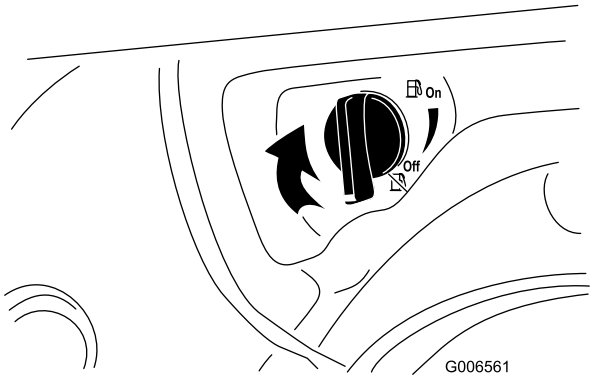

Figuur 32
4. Sluit de brandstofklep door deze rechtsom te draaien (Figuur 32).